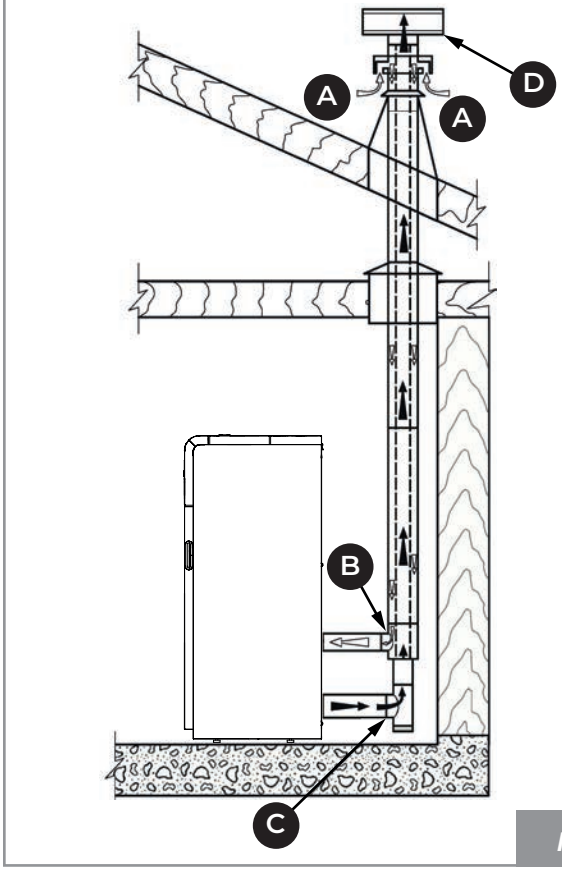
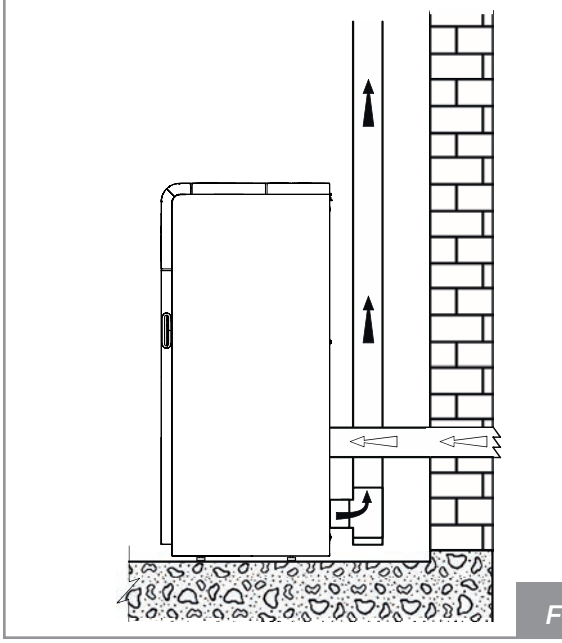

Fig. 9
Fig. 10
- directamente desde el exterior con conexión directa a la cámara de combustión (**Fig. 9** - **Fig. 10**).
- canalizar el aire comburente mediante un tubo de descarga coaxial para la expulsión de los humos y la extracción de aire (**Fig. 9 - A, B** = Entrada de aire, **C, D** = Salida humos); por lo tanto, no es necesario hacer una toma de aire clásica en el local;
- conectar la entrada de aire comburente del aparato a la toma de aire con un conducto adecuado (**Fig. 10**).